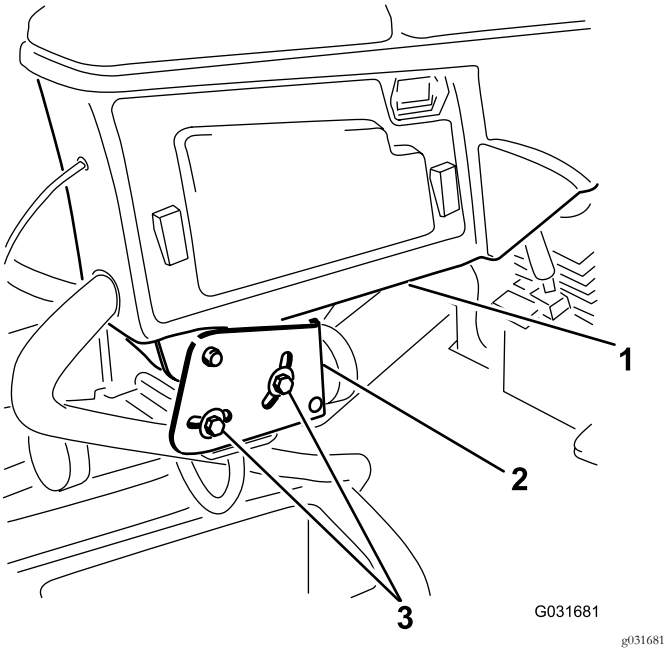

**Figura 3**
1. Allentate i due bulloni che fissano il braccio di comando alla staffa di bloccaggio (Figura 3).